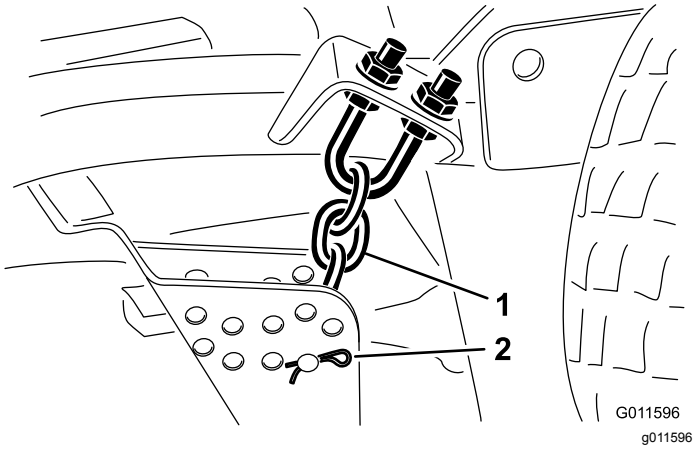

**Figuur 20**
5. Verwijder de R-pen en de gaffelpen waarmee de maaihoogtekettingen zijn bevestigd aan de achterkant van de maai-eenheid (Figuur 20).